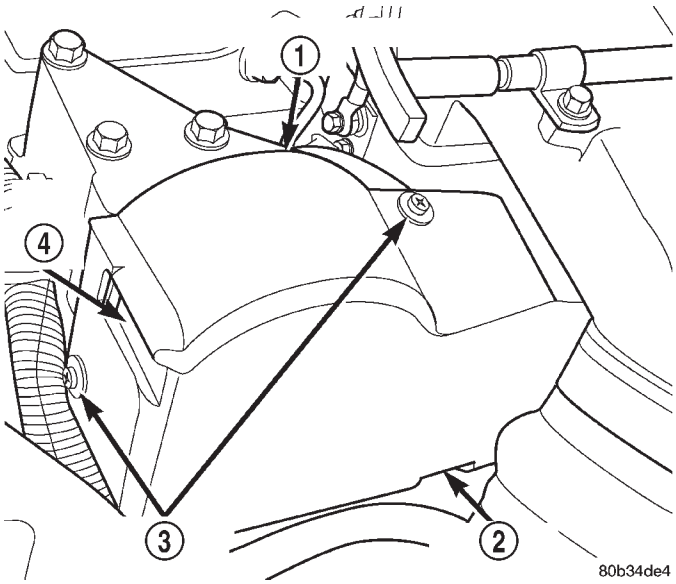

Fig. 6 Cable/Lever/Linkage/Cover
The APPS is serviced (replaced) as one assembly including the lever, brackets and sensor. The APPS is calibrated to its mounting bracket. The APPS assembly is located at left-front of engine below plastic cable/lever/linkage cover (Fig. 6).
(1) Disconnect both negative battery cables at both batteries.
(2) Remove cable cover (Fig. 6). Cable cover is attached with 2 Phillips screws, 2 plastic retention clips and 2 push tabs (Fig. 6). Remove 2 Phillips screws and carefully pry out 2 retention clips. After clip removal, push rearward on front tab, and upward on lower tab for cover removal.
The APPS is serviced (replaced) as one assembly including the lever, brackets and sensor. The APPS is calibrated to its mounting bracket. The APPS assembly is located at left-front of engine below plastic cable/lever/linkage cover (Fig. 6) .